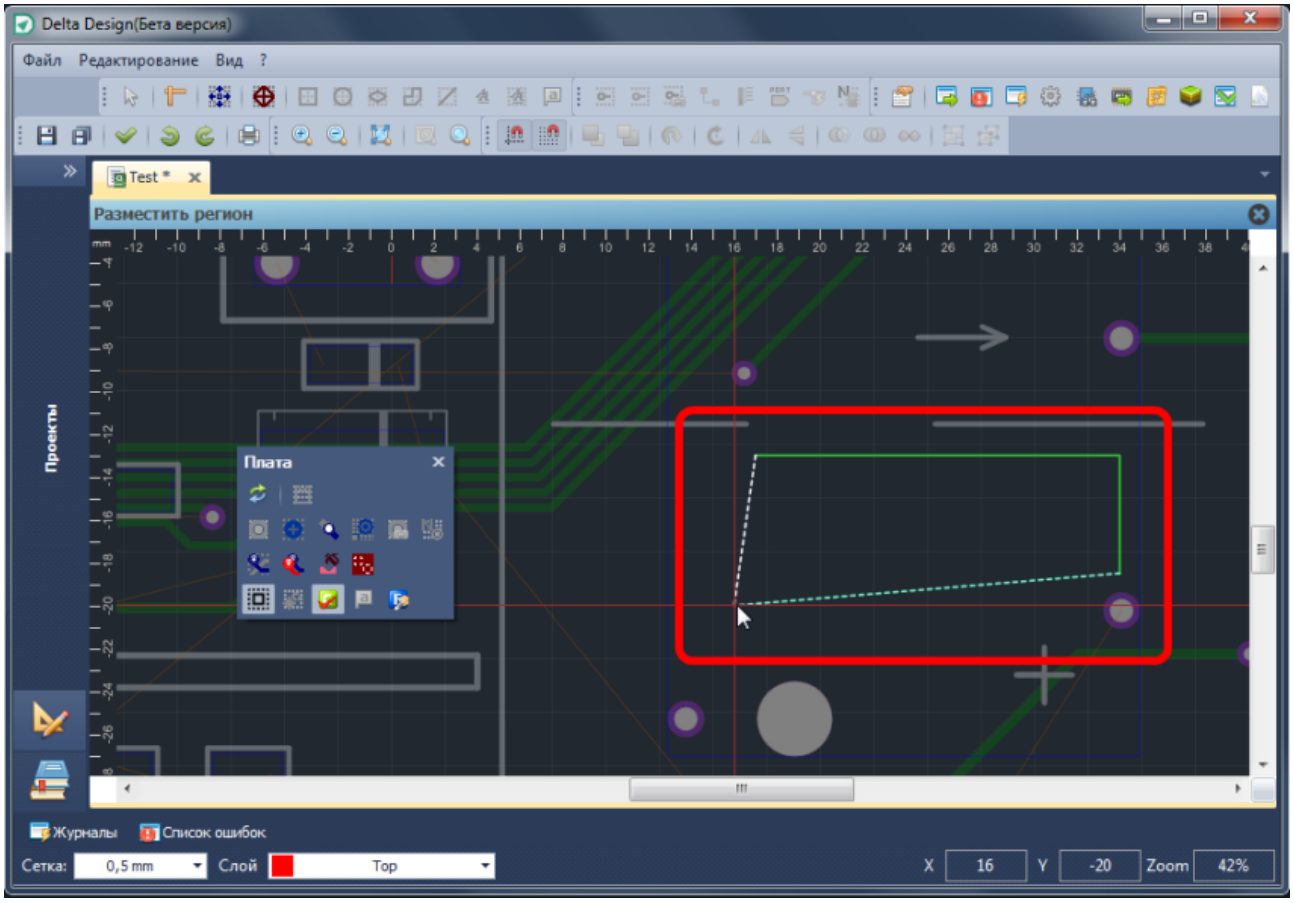

Рис. 714. Создание границ региона
2. Переместить курсор в рабочую область и задать границы региона, см. Рис. 714. Границы региона создаются аналогично размещению многоугольника, см. раздел 3.4.2.4.